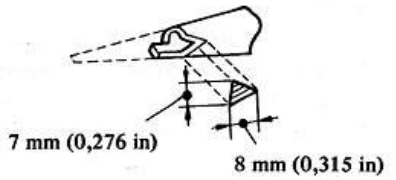

Fig. BF-60 Sectionnement de l'embout de la cartouche
a. Couper l'embout de la cartouche. Voir Fig. BF-60.